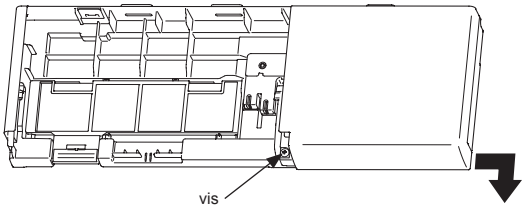

Fig. 8
6) Retirez la vis pour déposer le COUVERCLE DE DROITE. (Fig. 8)